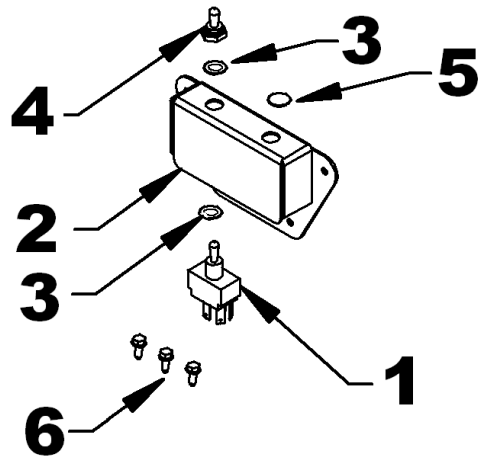

Figure 3
7. **Figure 3:** Insert the switch (item 1) in the switchbox (item 2), secure with the two nuts (items 3) provided with the switch, and screw the rubber cap (item 4) in the order shown on figure. Insert the plastic cap (item 5) in the free hole of the switchbox (if needed).
8. **Figure 3:** Install the switchbox at a convenient location for easy access when operating the snowblower. Secure using three #10 x 1/2" self-drilling screws (item 6). Leave a hole to install the ground wire. Avoid placing the switch box where wires are already installed as they could be damaged.